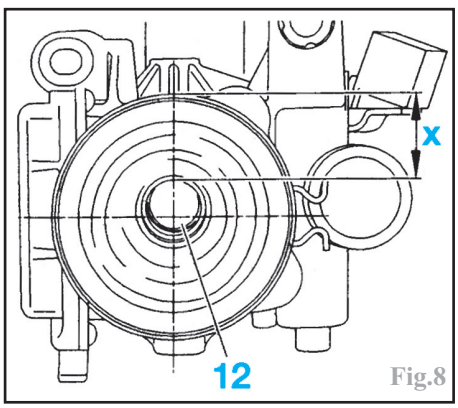

Fig.8
Contrôler la position de la rotule (12) de l'actionneur (Fig.8). La cote "X" doit être comprise entre **25** et **30 mm**.
Contrôler la présence de graisse dans le logement de la rotule (12) (Fig.8). Graisser au cas où il n'y en aurait pas assez.